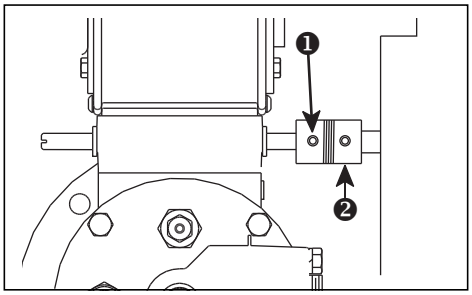

Figure 4.3. Actuator with Flexible Coupling
a. For air control actuators that have a coupling with set screws, as shown in Figure 4.3, loosen the set screw ❶ on the burner side of the coupling ❷.
d. For air control actuators that have a coupling with set screws, as shown in Figure 4.3, hold the butterfly valve firmly in place and tighten the set screw ❷.